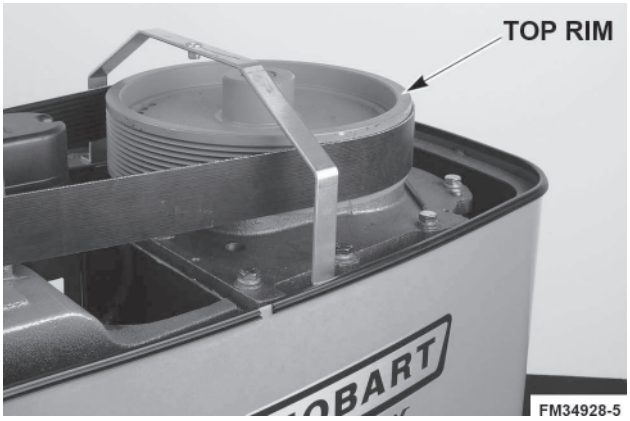

**Fig. 1**
- Place a level on the top rim of the large pulley (Fig. 1). Slide shims under the base contact surface of the mixer as required to level it front-to-back and side-to-side.